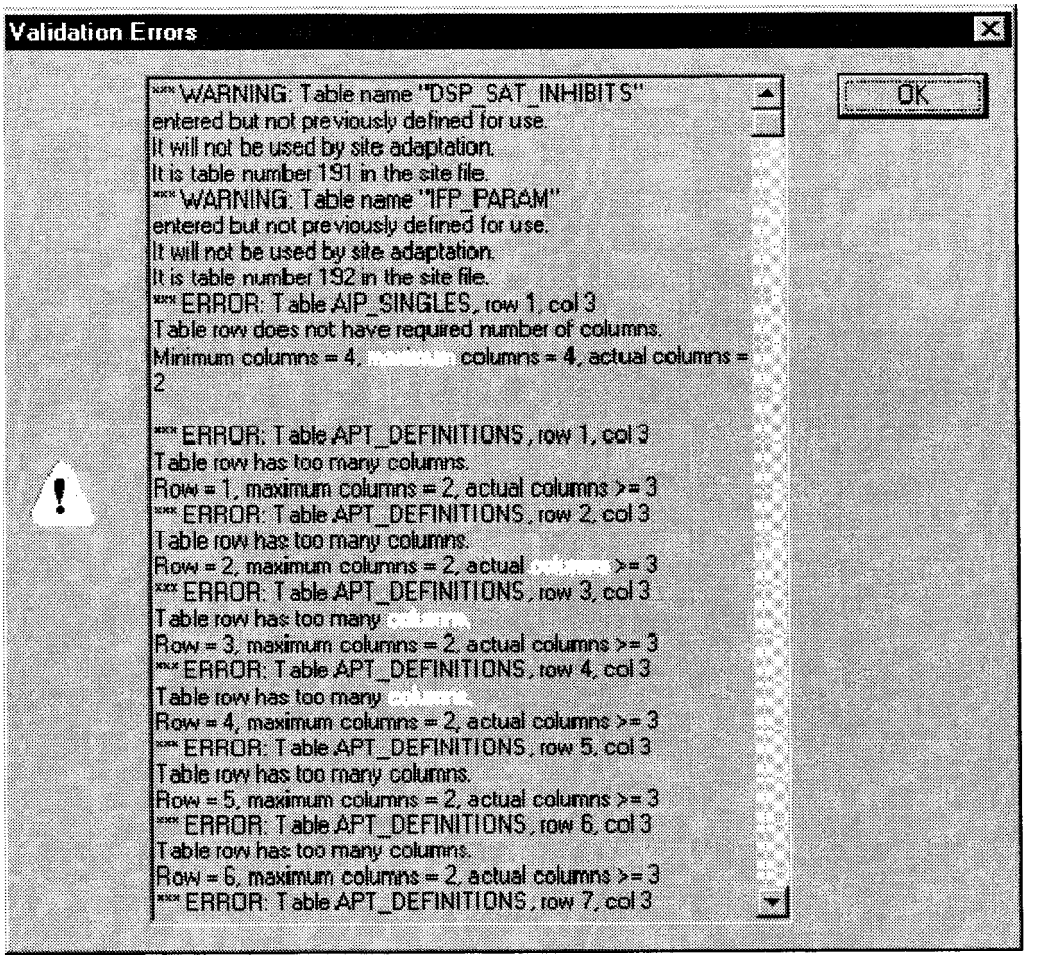

FIGURE 4-41. VALIDATION ERROR DIALOG WINDOW
(1) If validation errors occur during this process, a popup error window is displayed (Figure 4-41).